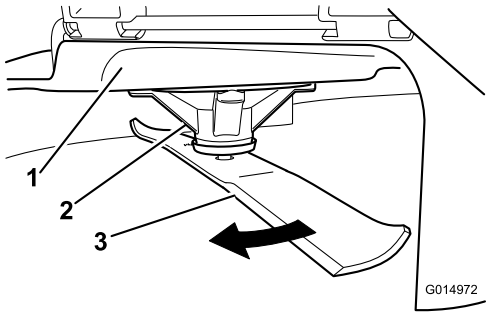

Figur 60
2. Bær tykt polstrede handsker eller anden tilstrækkelig håndbeskyttelse, drej langsomt skærekniven til en position, der gør det muligt for dig at måle afstanden mellem skærekanten og den plane flade, som maskinen befinder sig på (Figur 60).